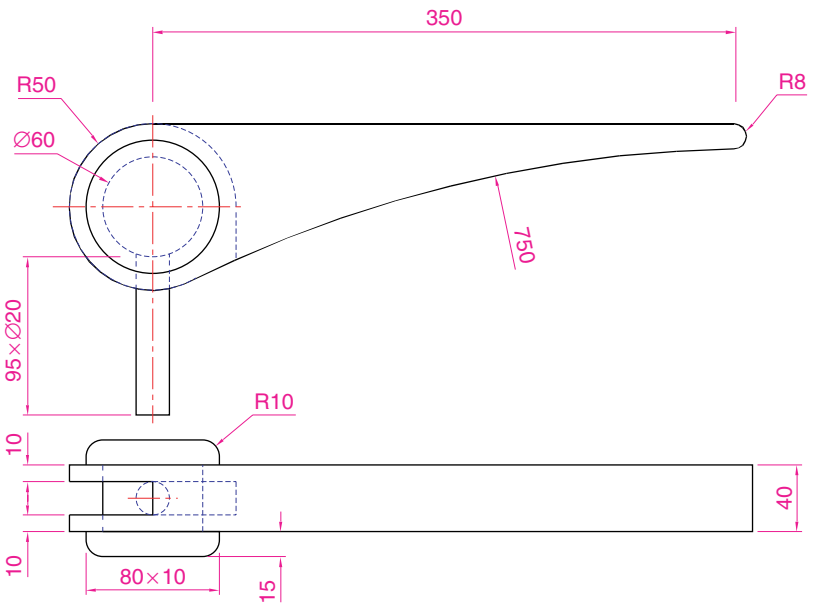

Fig. 14.16 Exercise 4 – orthographic projection
4. A two-view orthographic projection of a rotatable lever from a machine is given in Fig. 14.16, together with an isometric drawing